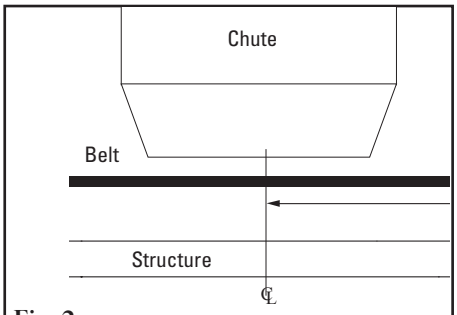

Fig. 2
2. **Visually locate center of loading zone.** Determine the center of the load zone on the side of the structure and mark (Fig. 2). Mark and measure from the end of template to a fixed point on the structure, then transfer this dimension to the opposite side of the structure.